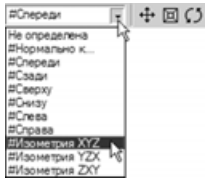

Рис. 2.18
- Раскройте список видов щелчком мыши на кнопке **Список видов** панели **Вид** и выберите вид **Изометрия XYZ** (рис. 2.18).